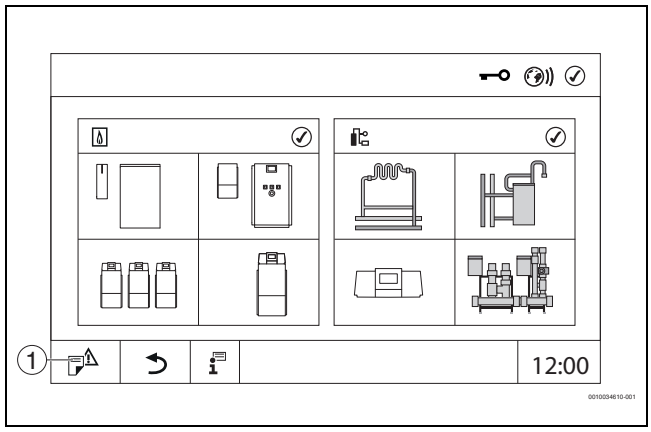

Fig. 18 Afficher Menu de service (exemple)
- ▶ Appuyer sur le symbole (→ fig. 18, [1]) pendant env. 5 secondes.